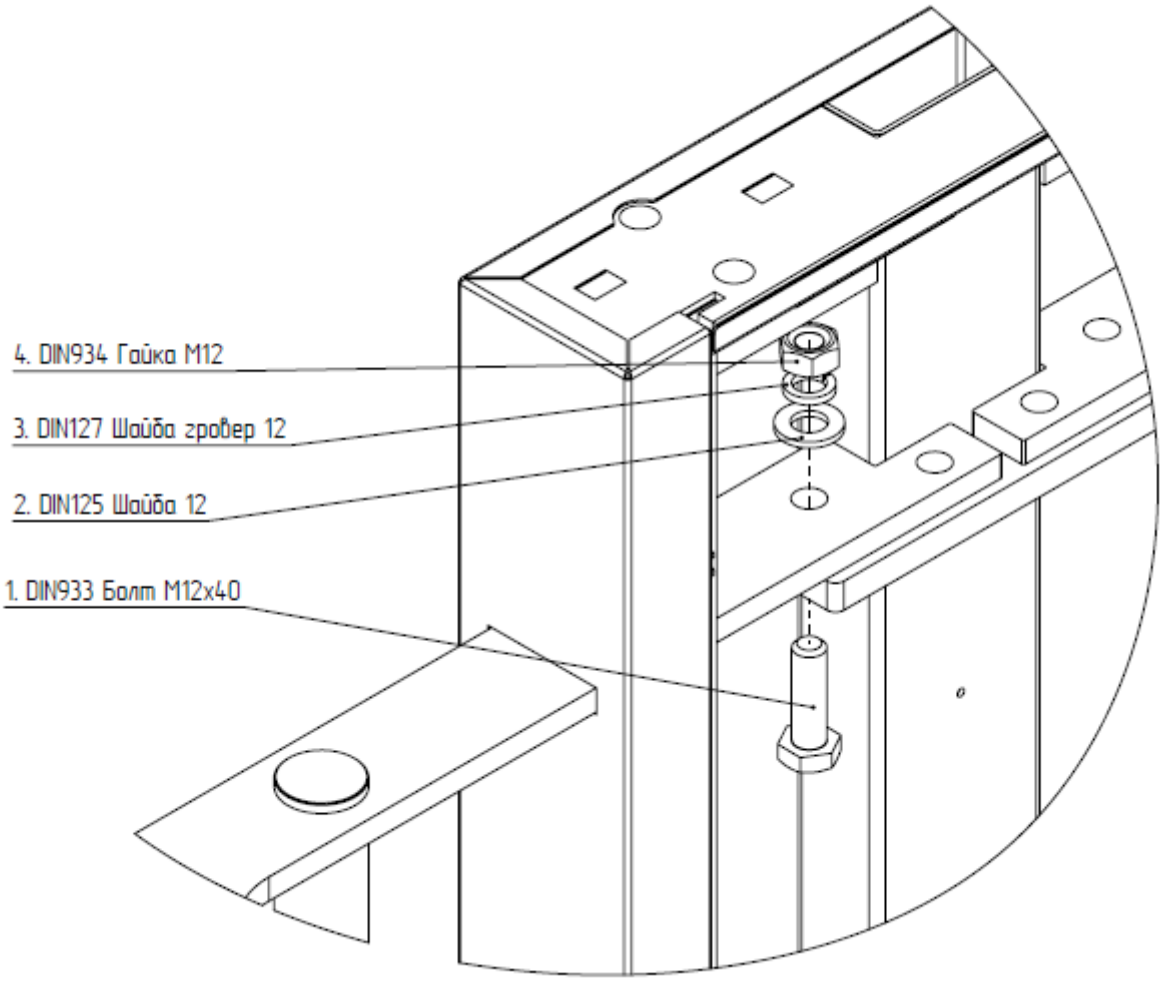

Рисунок 6 – Сборка неподвижной панели ограждения
4.2.7 Рисунок 6 – собрать неподвижную панель ограждения турникета. Установить ее на подготовленную площадку, предварительно пропустив в ее стойку кабели ПУ, кабель питания, кабели СКУД и ОПС к верхнему модулю.